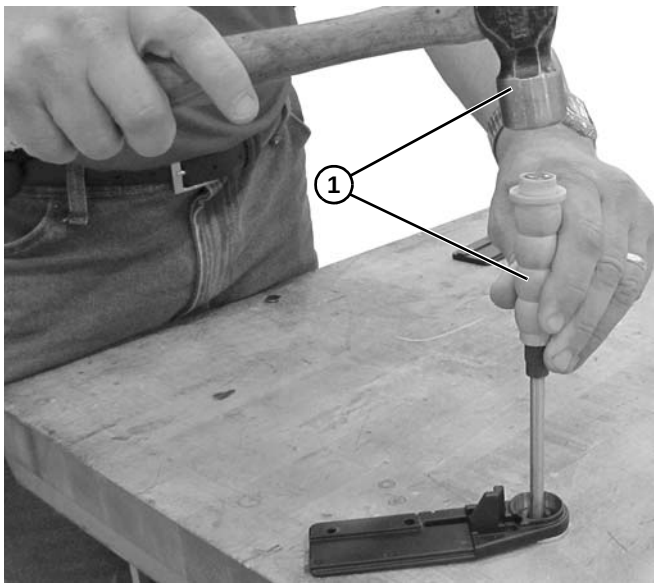
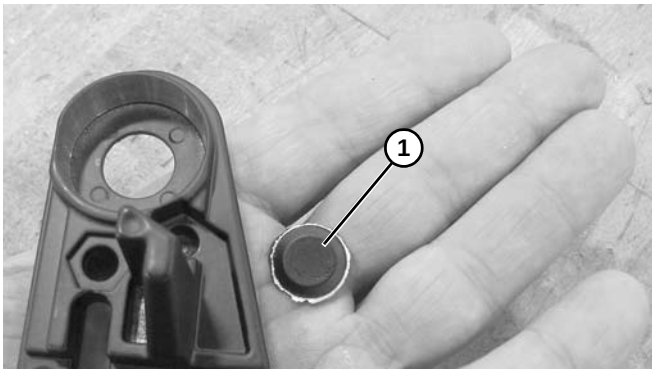

Figure 93
Figure 94
3. À l'aide d'un marteau et d'un poinçon (6 mm - 13 mm de diamètre) **(Figure 93, élément 1)** ou d'une longue tige éjecter le pion **(Figure 94, élément 1)** de l'axe soutenant la plaque arrière avec la rondelle.